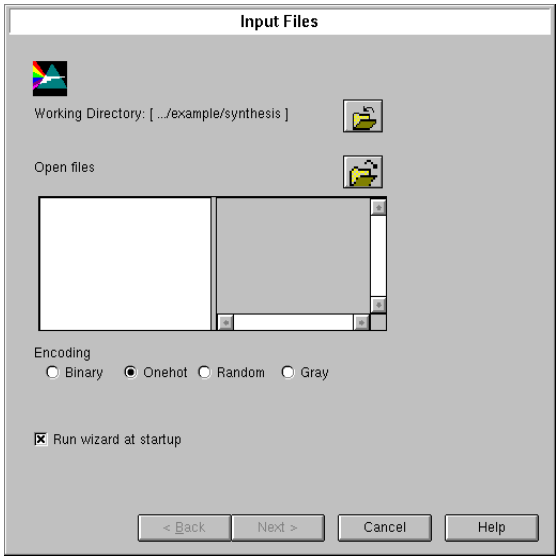

Figure 1-6 Leonardo Spectrum Synthesis Wizard Input Files
3. The Leonardo Spectrum Synthesis Wizard Input Files window will open as shown in the following figure 1-6